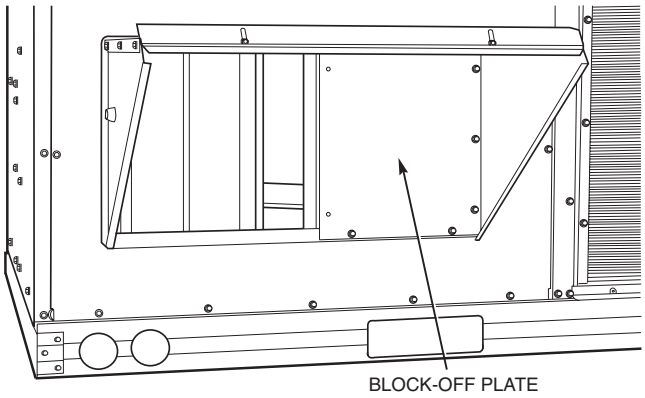

**Fig. 22 — Horizontal Discharge Block-Off Plate**
c. Install horizontal discharge block-off plate over the opening on the access panel. (Block-off plate MUST be installed before installing hood assembly.) See Fig. 22.